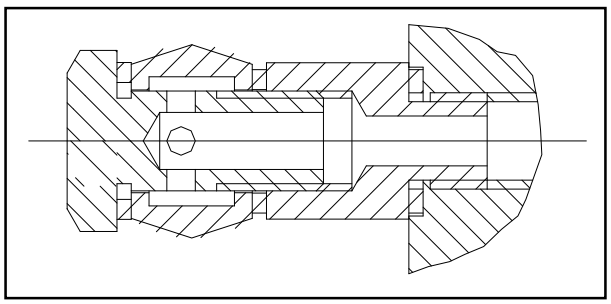

Abb. 34
• Verbinden Sie das Hydraulikaggregat über einen flexiblen Schlauch mit dem Kreislauf (Abb. 34).